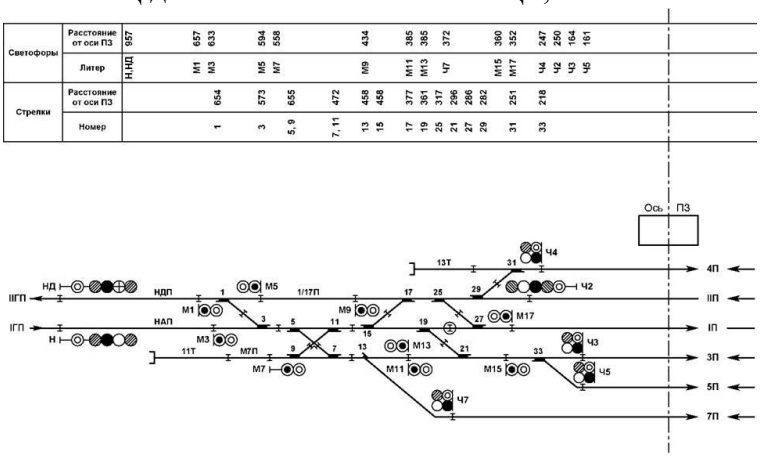

Рисунок 9 – Схематический план горловины станции
12. Дан схематический план горловины станции (Рис. 9). Определить жильность кабеля от поста ЭЦ до напольных объектов СЦБ;